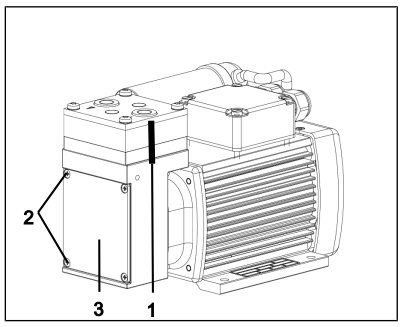

*Abb.4 Markierung mit Filzstift*
1. Markieren Sie Druckplatte, Kopfdeckel, Zwischenplatte und Gehäuse mit einem Filzstift ( Abb. 4/1), um eine korrekte Montage sicherzustellen.
2. Entfernen Sie den Gehäusedeckel ( Abb. 4/3).
3. Lösen Sie die vier Befestigungsschrauben ( Abb. 4/2) und entfernen Sie den Gehäusedeckel ( Abb. 4/3).